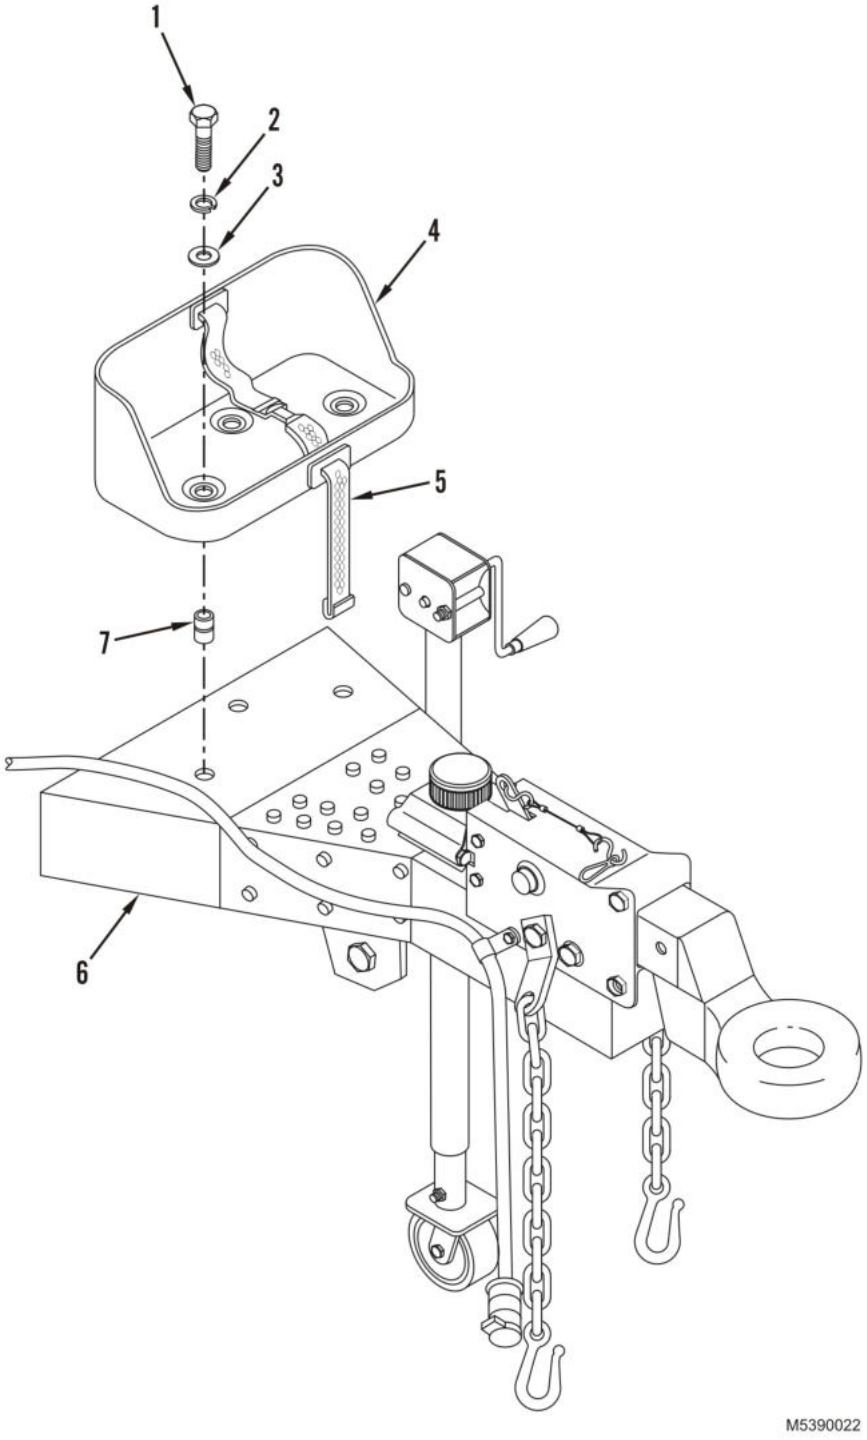

Figure 1. Decontamination Bracket Removal and Installation.
6. Install new threaded insert (Figure 1, Item 7) per instructions enclosed in the threaded insert package.
1. Install decontamination bracket (Figure 1, Item 4) on frame (Figure 1, Item 6).
2. Install three washers (Figure 1, Item 3), new lockwashers (Figure 1, Item 2), and screws (Figure 1, Item 1) to decontamination bracket (Figure 1, Item 4). Torque screws to 20 lb-ft (27 N•m).
3. Install web straps (Figure 1, Item 5) on decontamination bracket (Figure 1, Item 4).